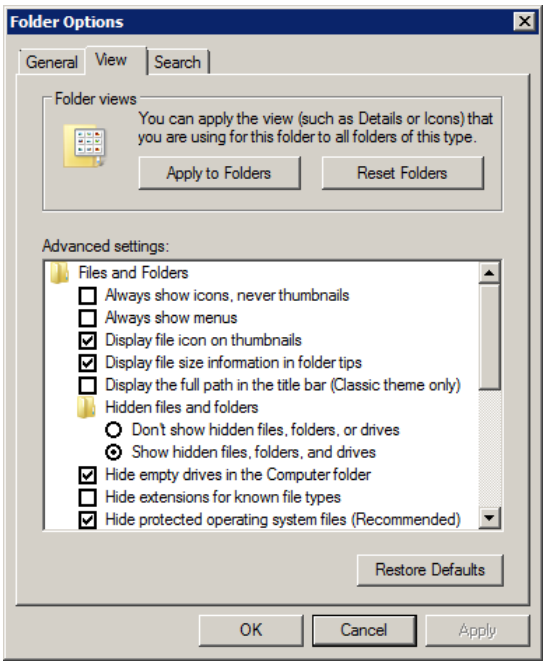

Figure 2-10 Folder Options – View Tab
b. Click on *View* tab (Figure 2-10).